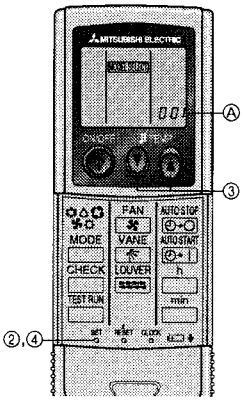

Fig. 6-3
6.2.3. Setting (Fig. 6-3)
① Insert batteries.
② Press the SET button with something sharp at the end.